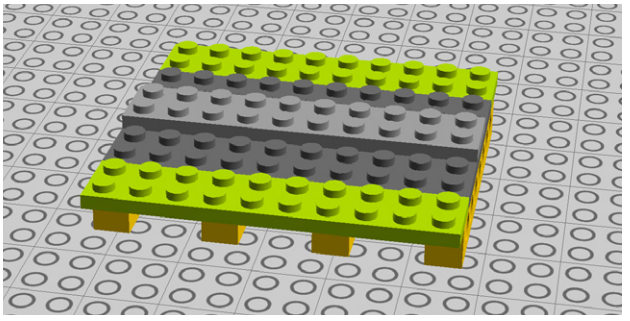

Figure 5-10. *Step 3: And another two plates*
3. Two more 2x10s (see Figure 5-10)!